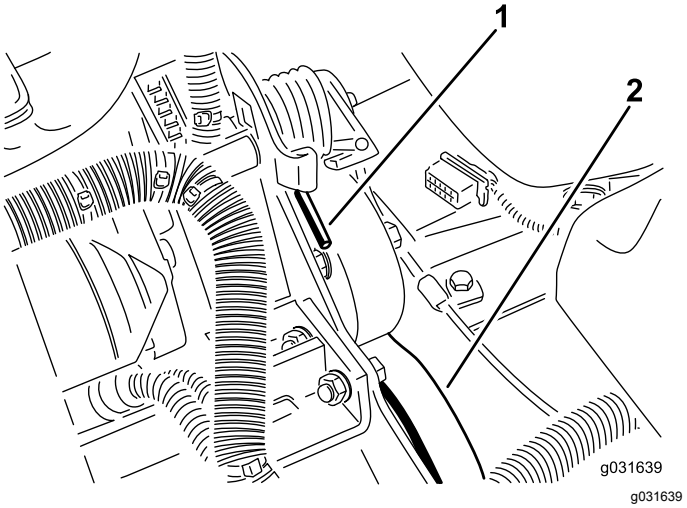

图 62
2. 向下向前按弹簧的端部将其从支架上脱开释放弹簧上的张紧力图 62。